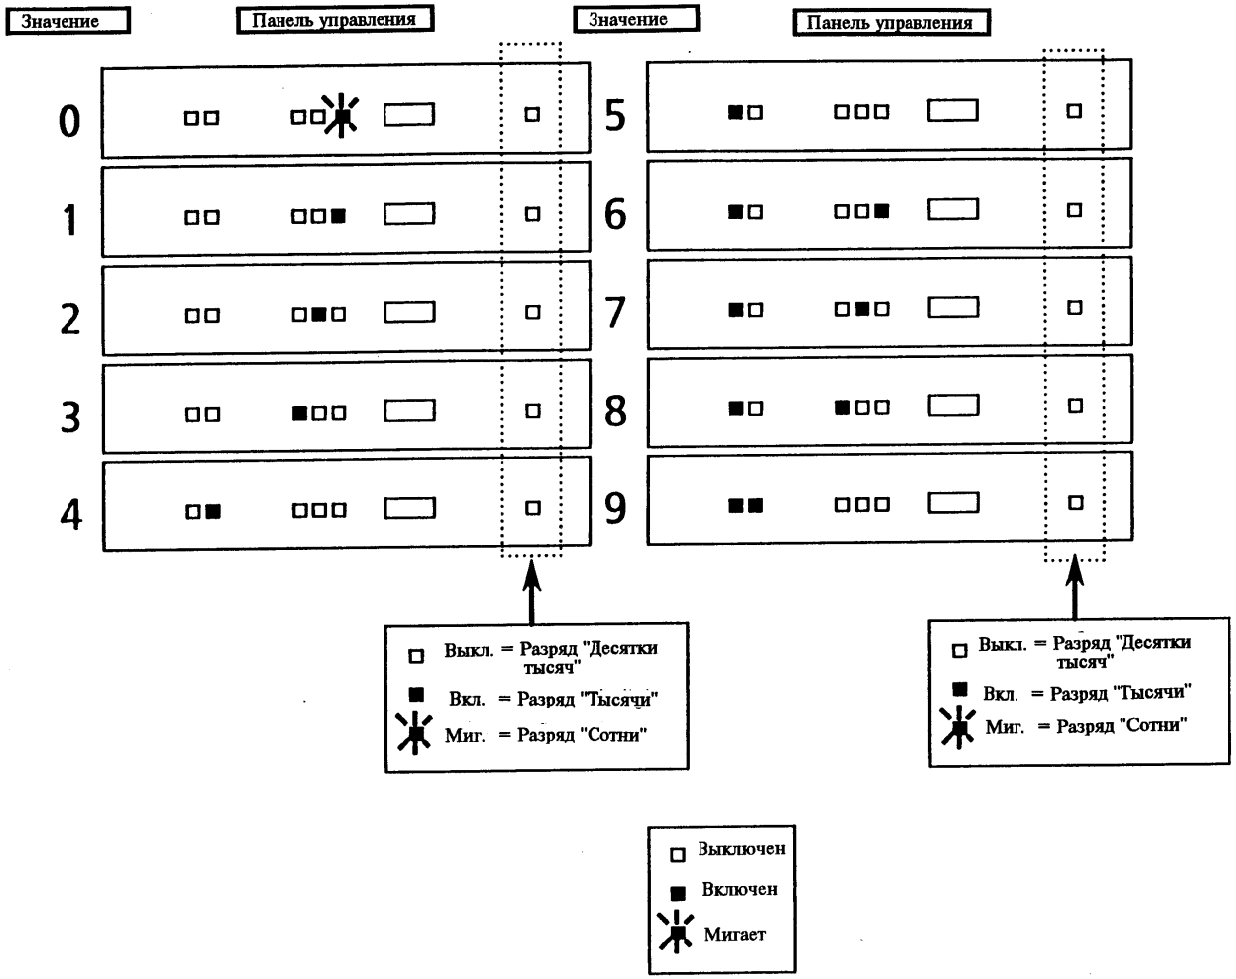

Рисунок 2. Считывание показаний счетчика количества копий для копировального аппарата 5201/5203.
b. Отпустите клавишу Exposure (Экспонирование). Вновь нажмите на клавишу Exposure (Экспонирование), чтобы увидеть разряд "десятки тысяч" показания счетчика копий (Рисунок 2).
c. Отпустите клавишу Exposure (Экспонирование). Вновь нажмите на клавишу Exposure (Экспонирование), чтобы увидеть разряд "тысячи" показания счетчика копий (Рисунок 2).
d. Отпустите клавишу Exposure (Экспонирование). Вновь нажмите на клавишу Exposure (Экспонирование), чтобы увидеть разряд "сотни" показания счетчика копий (Рисунок 2). Разряды "десятки" и "единицы" прочитать невозможно.